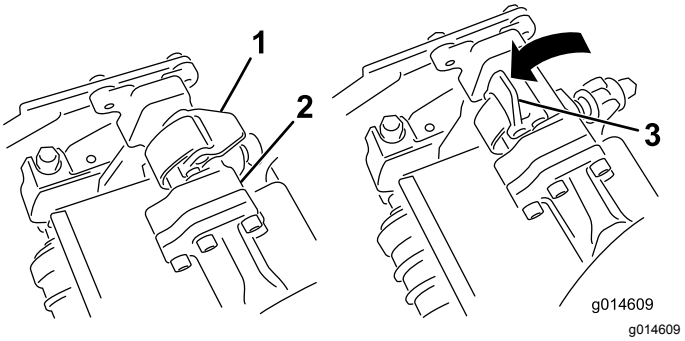
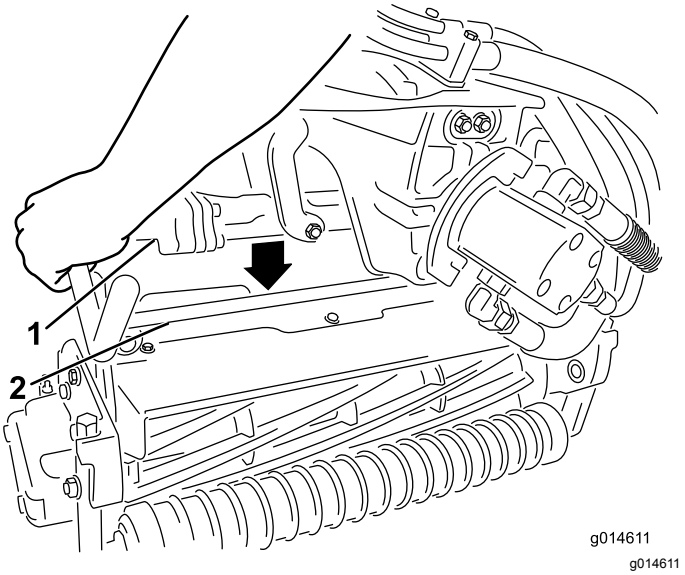

Figur 46
Figur 47
3. Åpne låsene på hjulopphengsarmbøylen slik at de peker opp (dvs. at de er åpne) (Figur 46), og trykk hjulopphengsarmen ned så bøylen ligger over klippeenhetens bøyle (Figur 47).
4. Skyv låsene ned og rundt klippeenhetsbøylen og lås dem slik at de sitter på plass (Figur 46).
4. Åpne låsene på hjulopphengsarmbøylen til klippeenheten du skal fjerne (Figur 46).